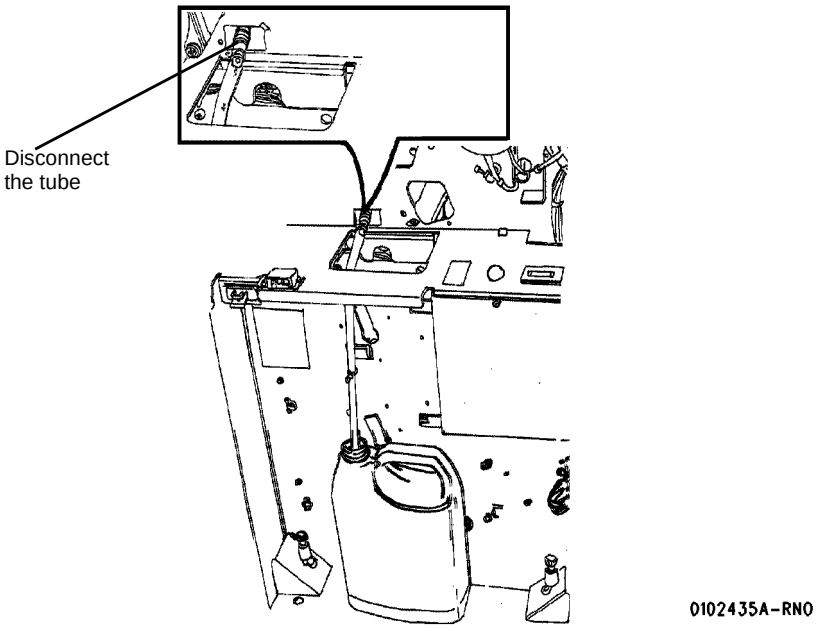

**Figure 2 Disconnecting the Moisture Collection Tube**
4. (Figure 2): Disconnect the Moisture Collection Tube.